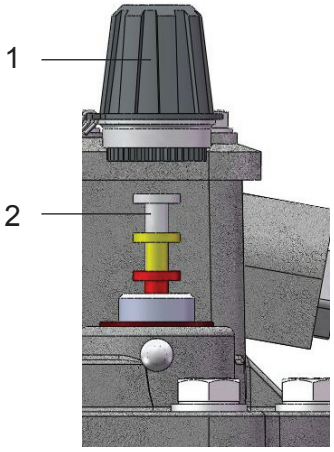

Bild 9 - Prüftaste
- Große Hutmutter (Bild 9/1) abschrauben
- Prüftaste (Bild 9/2) halb niederdrücken und gedrückt halten (Kontrolle des oberen Schaltsystems - Warnung)